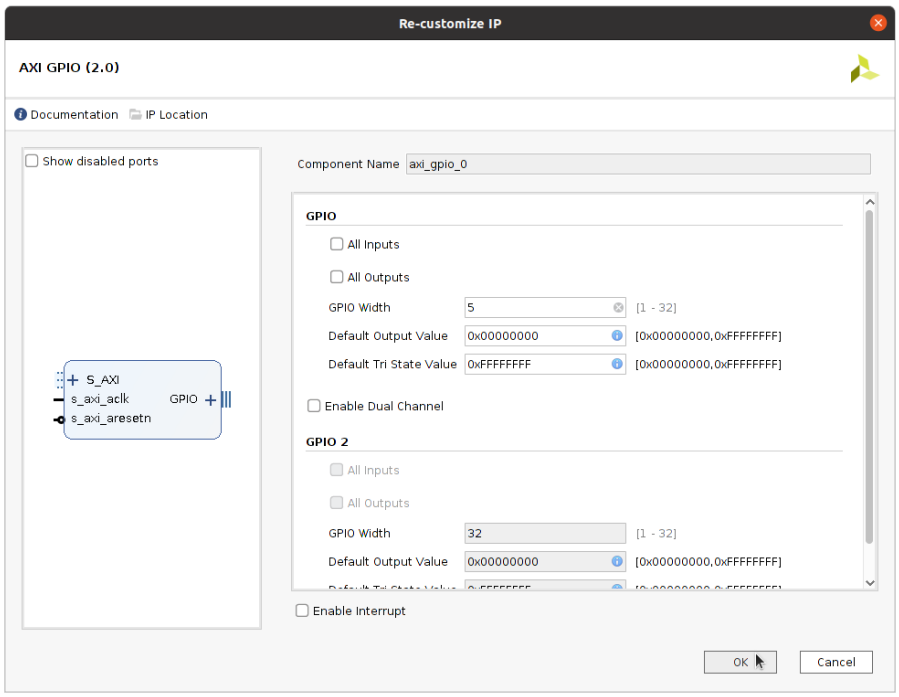

Figure 6: Customizing AXI GPIO IP
14. Double click on **AXI GPIO** IP to customise it. Change the **GPIO Width** to 5. Refer figure 6.